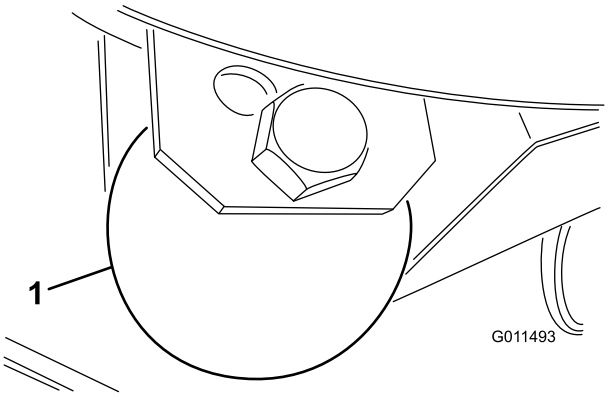

Figur 28
1. Lossa bulten och muttern som håller fast klipphöjdshjulet på klippenhetens fästen (Figur 28).